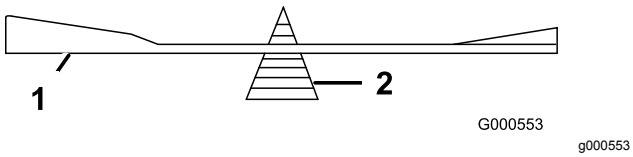

Figur 58
2. Kontrollera knivens balans med en knivbalanserare (Figur 58).